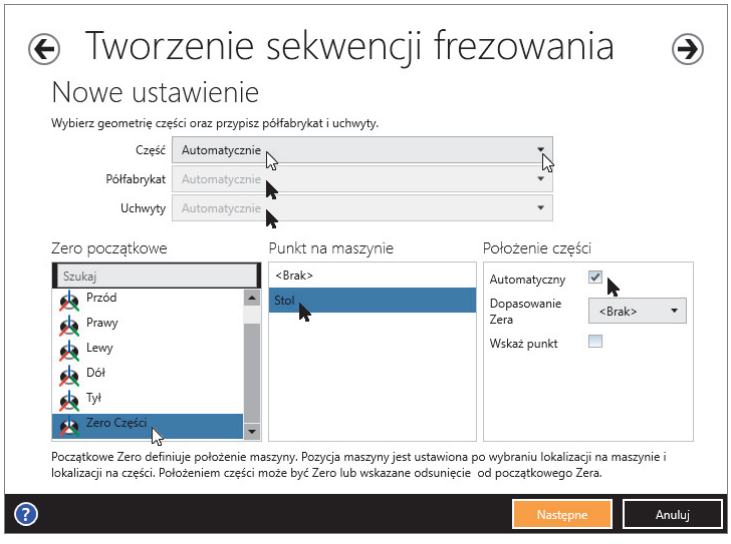

Rysunek 9.11. Tworzenie sekwencji frezowania — Nowe ustawienie
6. Wyświetli się okno *Tworzenie sekwencji frezowania* z informacją *Nowe ustawienie* (rysunek 9.11).